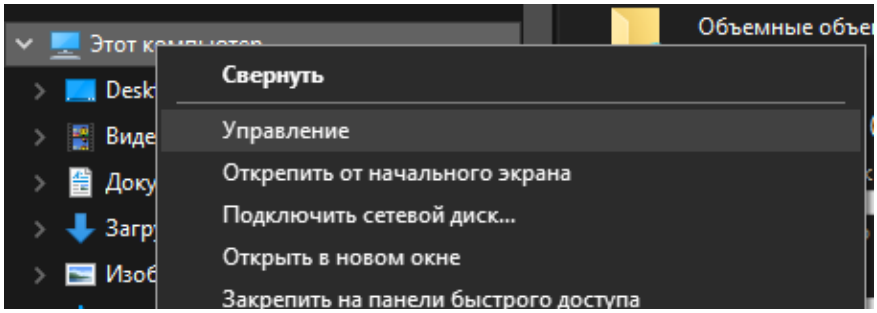
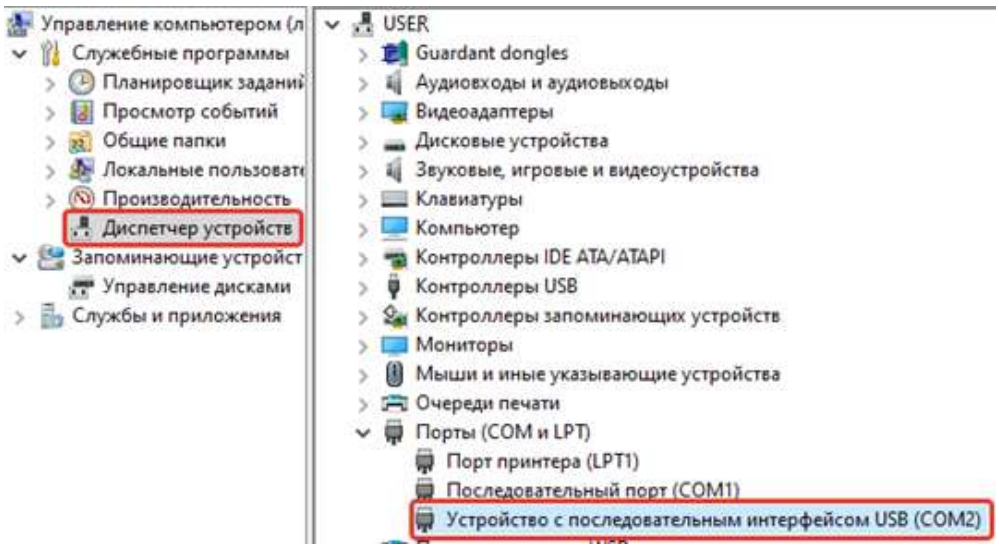

Рисунок 6 – Пункт «Управление» во вкладке «Этот компьютер»
Рисунок 7 – Контроллер в списке COM-портов
3. Проверить появление COM-порта в Диспетчере устройств ПК. Для этого зайти в «**Проводник**», правой кнопкой мыши нажать на «**Этот компьютер**» и выбрать пункт «**Управление**» (см. рисунок 6). В открывшемся окне нажать на пункт «**Диспетчер устройств**», а затем найти в нем пункт «**Порты (COM и LPT)**» и щелкнуть по символу «**>**» рядом с его названием. В открывшемся списке отобразится COM-порт подключенного устройства (см. рисунок 7). Если контроллер не определился в операционной системе ПК виртуальным COM-портом, нужно установить драйверы на ПК (для Windows XP или 7) и/или заменить кабель (кабели) и повторить подключение.